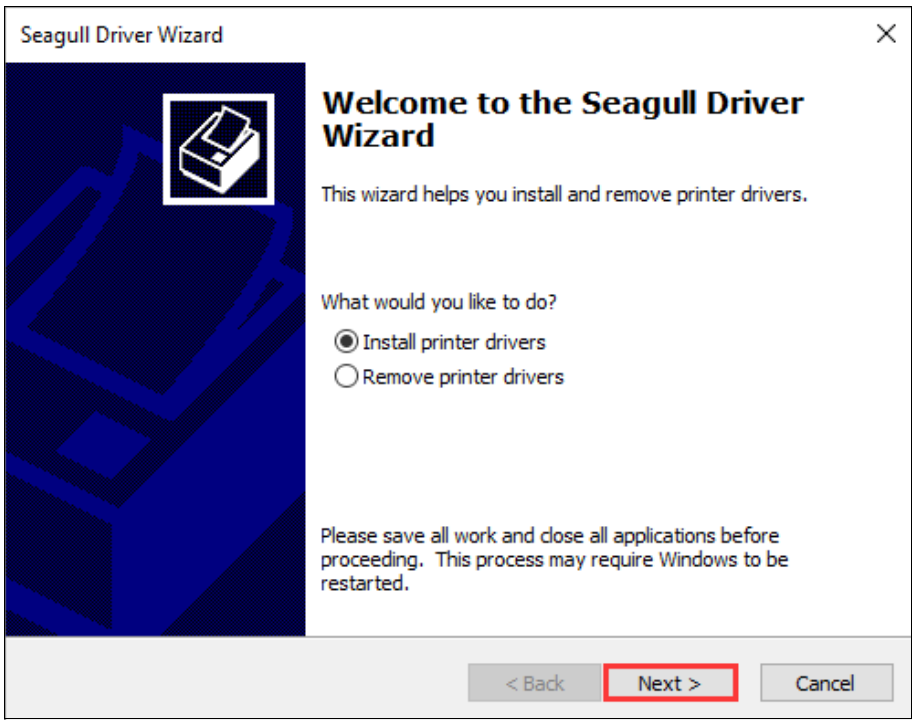

Figure 2-44 Seagull Driver Wizard Screen
8. Windows will automatically detect the TCP/IP port. Click "Finish" to complete adding Standard TCP/IP Printer Port, as shown in Figure 2-44.